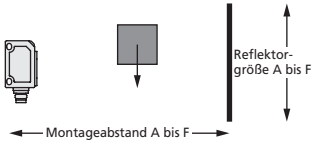

Bild 6: Montageabstand Sensor – Reflektor
- Kann beim zws-7 der Freiraum von 500 mm vor dem Sensor nicht bereitgestellt werden, oder soll der Sensor im Schrankenbetrieb eingesetzt werden, muss in einer definierten Entfernung zum Sensor ein flacher Reflektor angebracht werden (vgl. Bild 6). Den Montageabstand des Reflektors zum Sensor und dessen Mindestgröße gemäß der Tabelle in Bild 7 wählen.